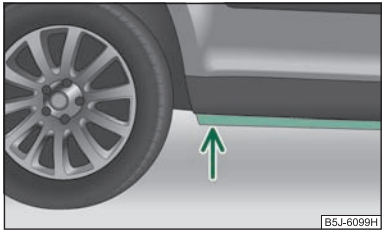

Fig. 132 Crossing bodies of water
- Determine the depth of the water when driving through bodies of water. The water can reach at the maximum the web on the lower sill of the vehicle ⇒ fig. 132.